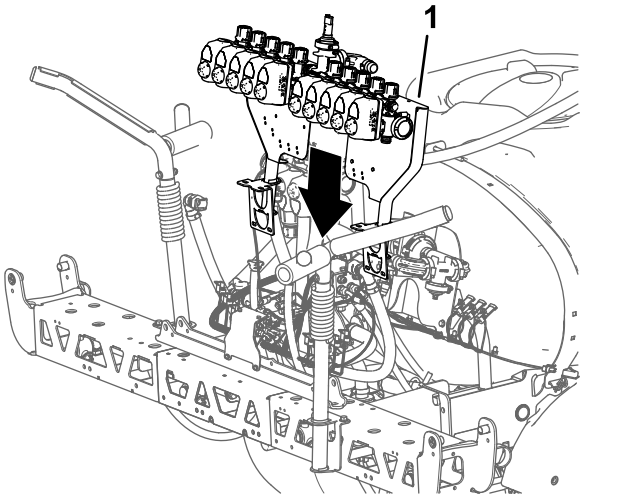

Figur 107
1. Ved hjælp af løfteudstyr med den angivne kapacitet løftes ventilbeslaget og sprøjteventilenheden og placeres over midtersprøjtesektionen (Figur 107).